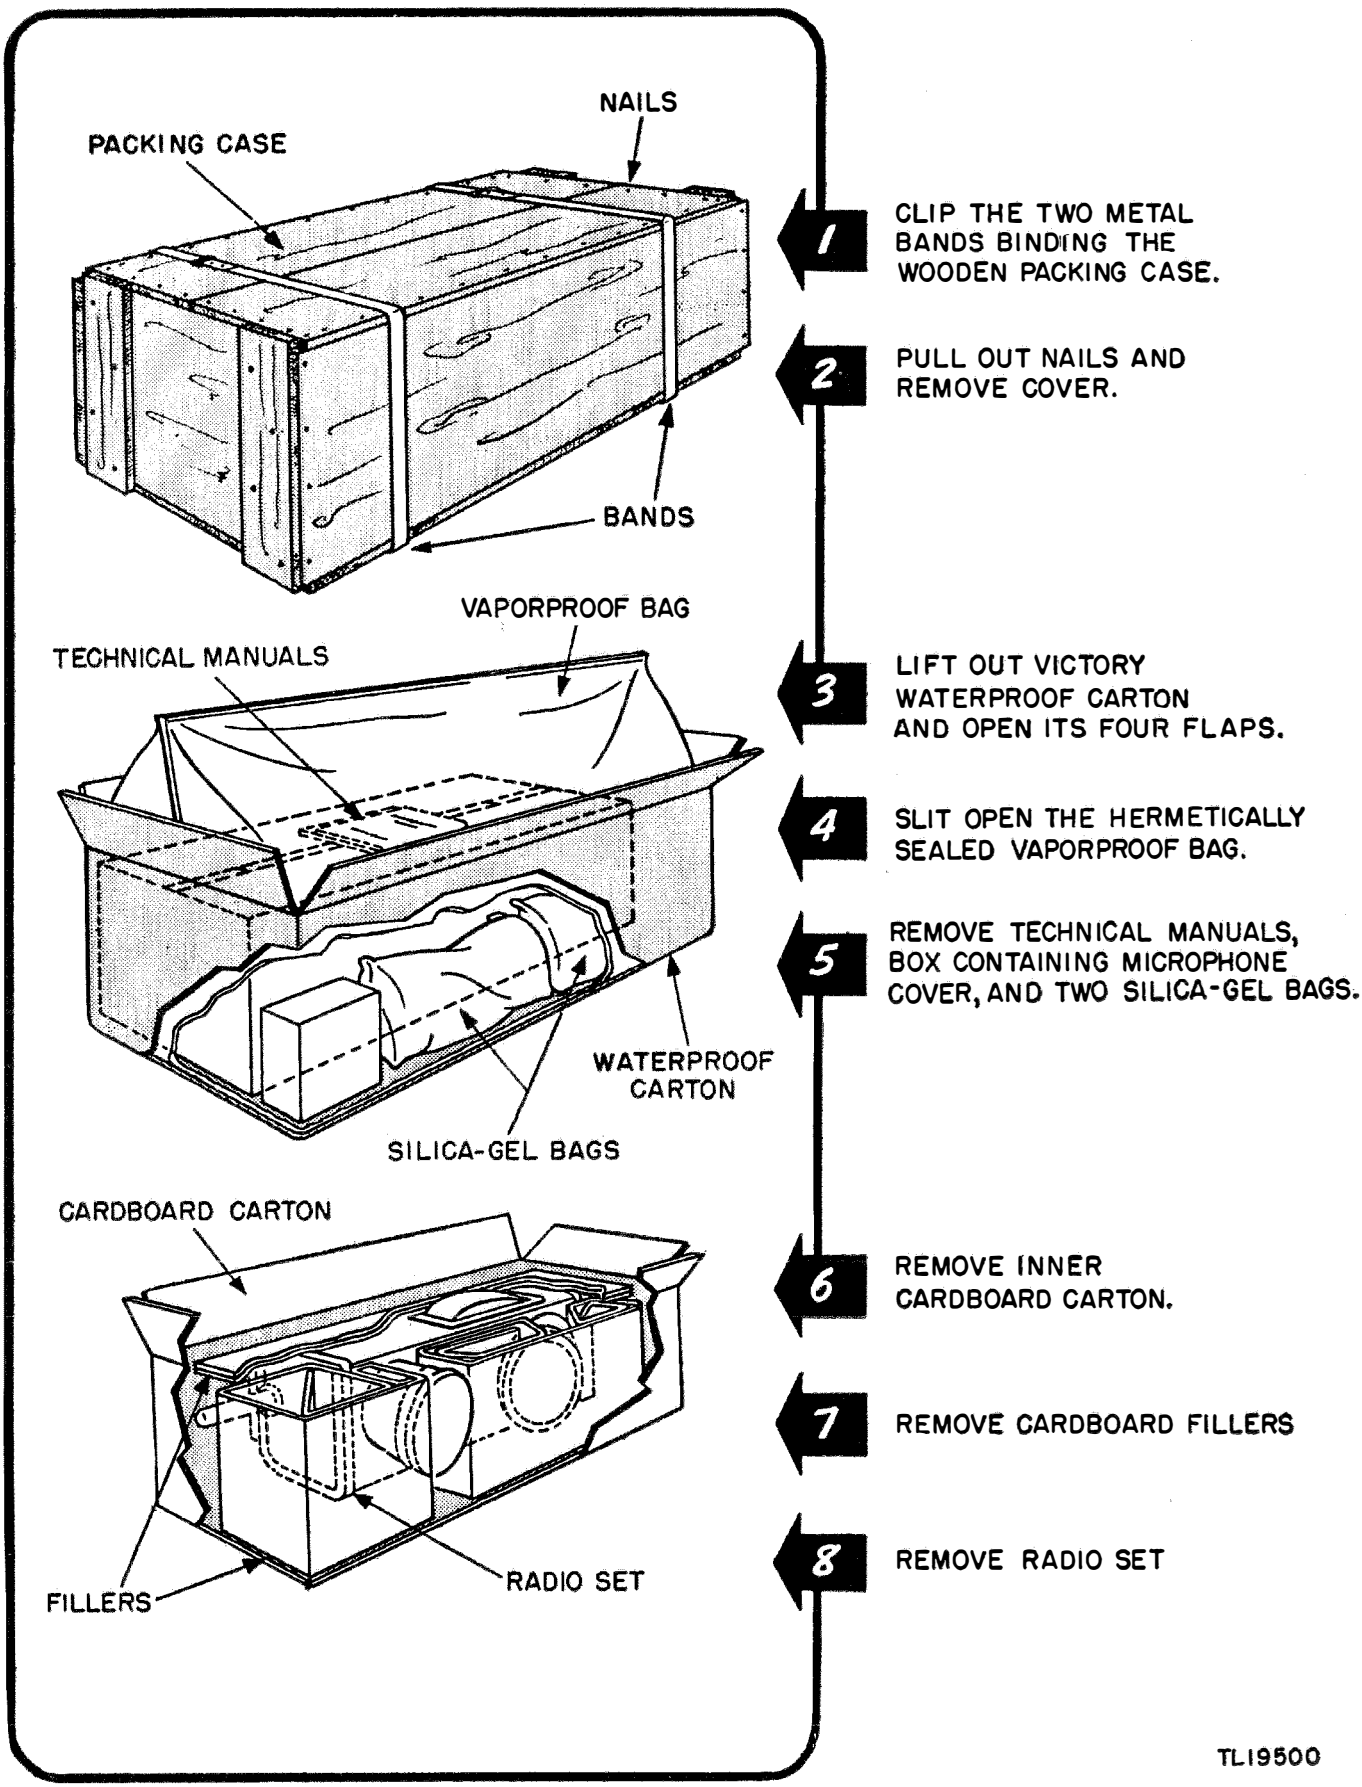

Figure 14. Unpacking.
bag and then packed in a waterproof carton. The set, thus protected from moisture, is then packed in a wooden case bound with two metal straps. The over-all dimensions of the complete package are: 21¼ inches long, 10½ inches deep, and 7⅜ inches high. The total weight of the set packed for export is 17 pounds. See paragraph 12 and figure 14 for unpacking information.
When unpacking Radio Set SCR–536–(*), follow the instructions in figure 14. Take care to keep the packing materials in good condition so that they may be used to repack the set when necessary. Read the repacking instructions (par. 14) before unpacking the set to insure that nothing is done to prevent convenient repacking. Report any misisng or damaged parts immediately.
a. To repack Radio Set SCR–536–(*) for shipment, perform the unpacking procedure (fig. 14) in reverse order.